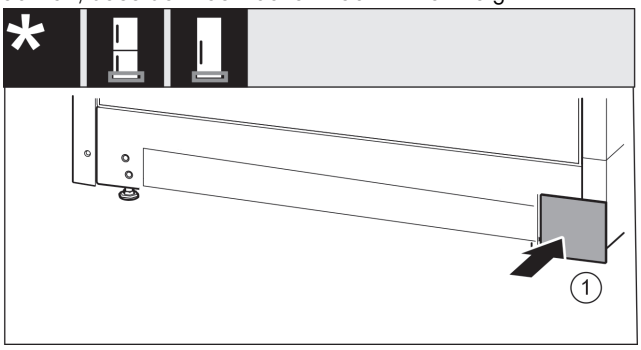

Fig. 22
- ▶ Abdeckung *Fig. 22 (1)* auf der anderen Seite wieder aufsetzen.